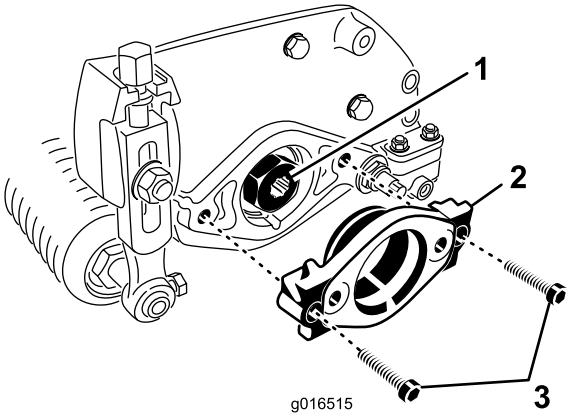

Figur 8
2. Fjern de to umbrakoskruene som fester motormonteringen på venstre side av klippeenheten. Fjern motormonteringen (Figur 8).
3. Påfør smørefett på innsiden av kileakselen (Figur 8).